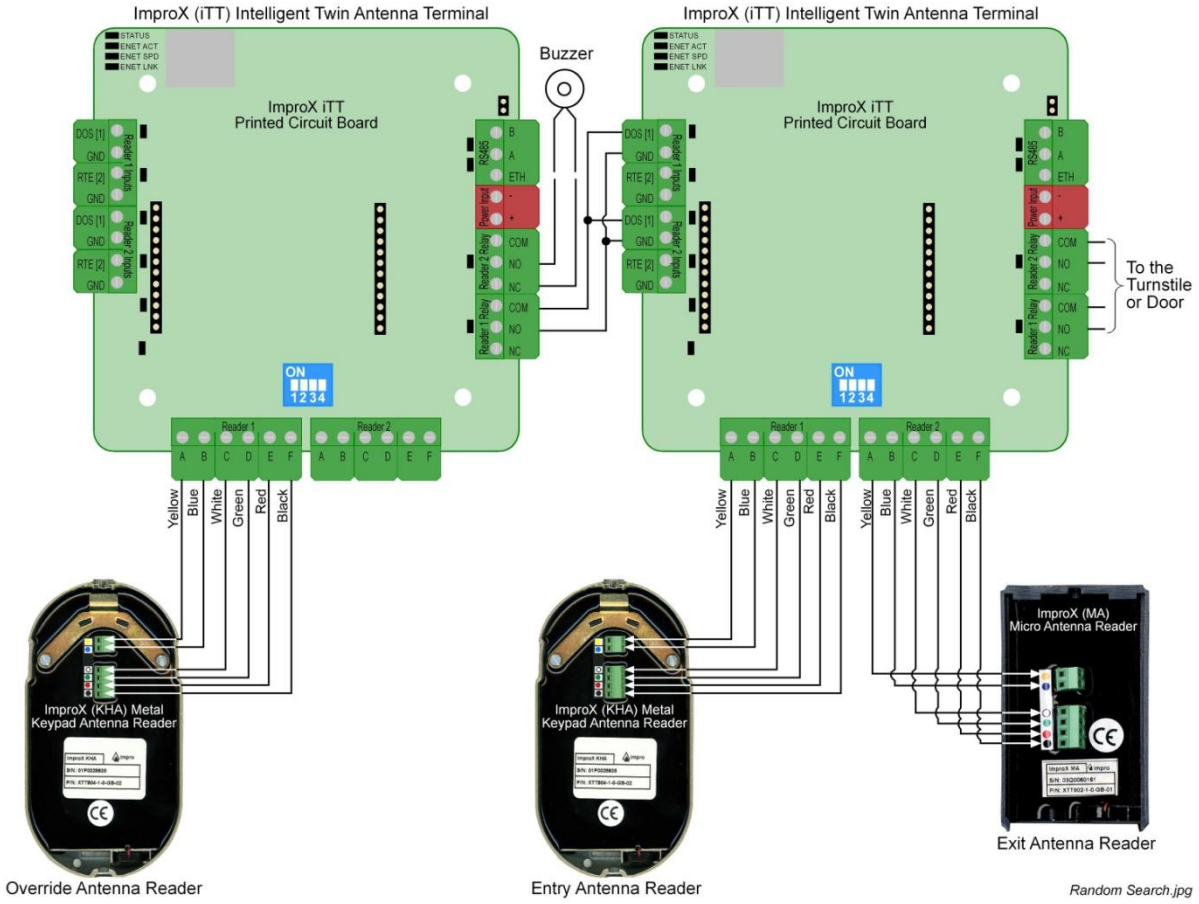
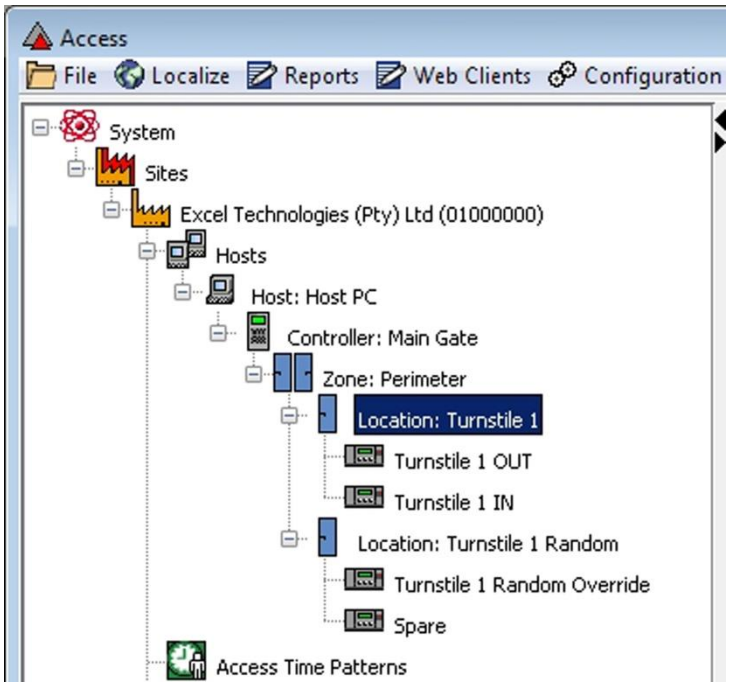

Figure 21 – Random Search Connection Details
Figure 22 – Random Search Setup
This example procedure and Figure 21 refer to connections using the ImproX iTT. You may however use other Terminals from the ImproX family, including the ImproX MfT, ImproX iTRT or ImproX I16.
Set up and name the Terminals and Readers as shown in Figure 21 and Figure 22.
8. Based on the connections shown in Figure 21, in the Input Parameters dialog, select the **Inhibit on Closed Contact** radio button.